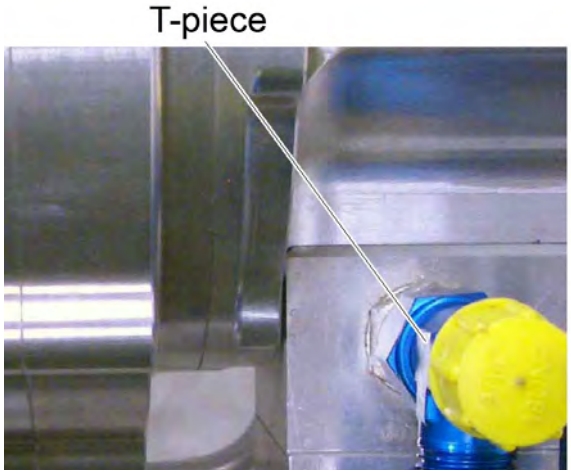

Figure 2
2. ***Detach the the T-piece from the Constant Speed Unit (CSU) while holding the adapter steady. Seal the Constant Speed Unit (CSU) with an appropriate plug to protect it from contamination or dirt. See Figure 2.***